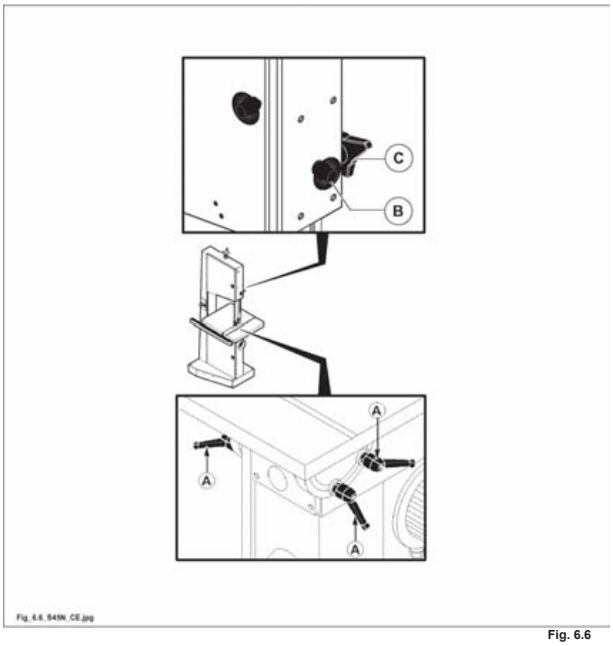

Fig. 6.6
- Allentare leggermente le leve (A fig. 6.6) e inclinare il piano di lavoro nella posizione desiderata; a regolazione eseguita serrare le leve (A fig. 6.6).
- Allentare il bloccaggio (B fig. 6.6) e registrare la posizione in altezza del guida lama superiore tramite il pomello (C fig. 6.6) .
- A regolazione eseguita serrare il pomello (B fig. 6.6).